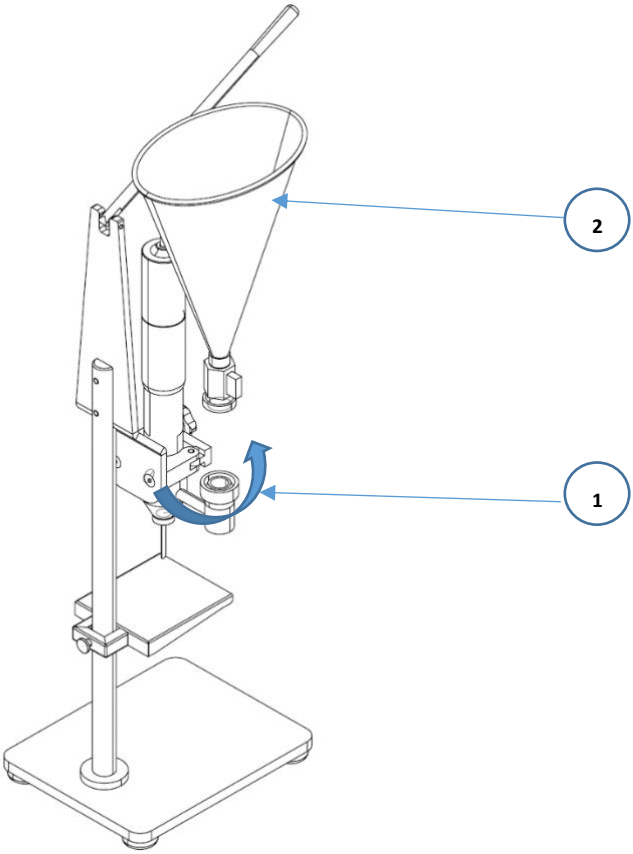

Fig. 12
1. Отвинтите кольцевую гайку (1) и переместите бункер (2) вверх, рис.12;